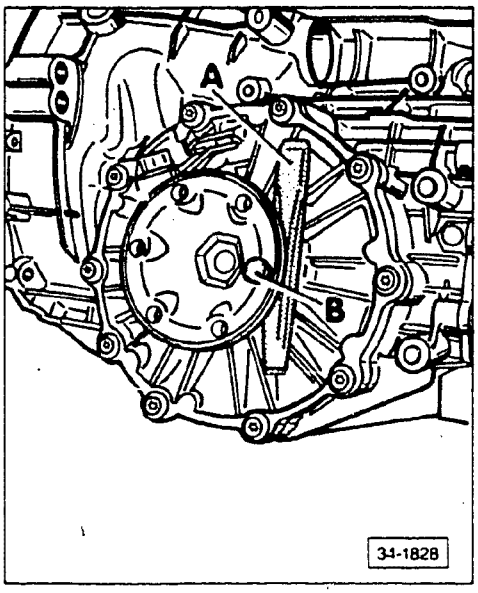

Fig. 7 Drive flange, removing
- removing, Fig. 7
oil collector, removing/installing, Fig. 7